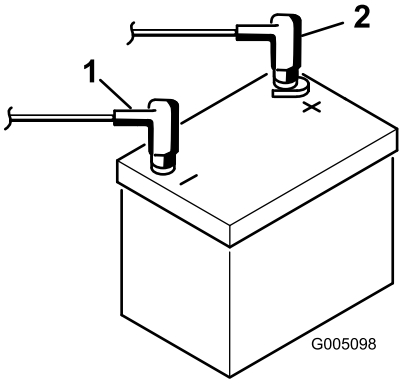

**Figur 6**
2. Koppla den positiva batterikabeln (röd) mellan startmotorns magnetspole och pluspolen (+) på batteriet (Figur 6). Fäst den med en skruvnyckel och bestryk anslutningen med vaselin. Kontrollera att kabeln går fri från sätet när det befinner sig i det bakre läget, annars kan kabeln slitas ut eller skadas.